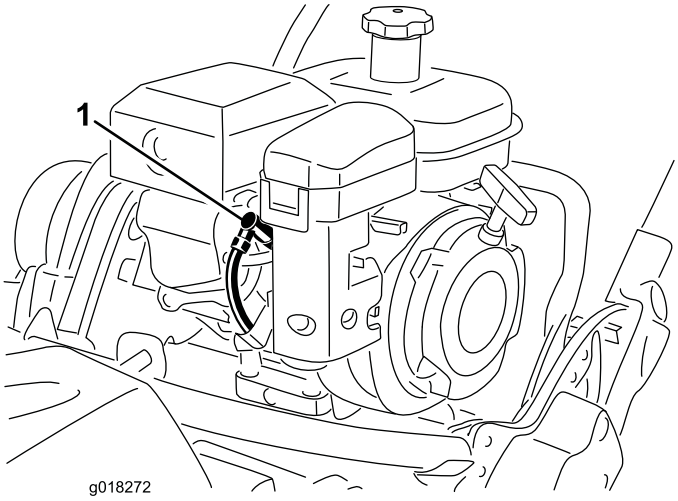

Figuur 34
1. Trek de bougiekabel los van de bougie (Figuur 34).